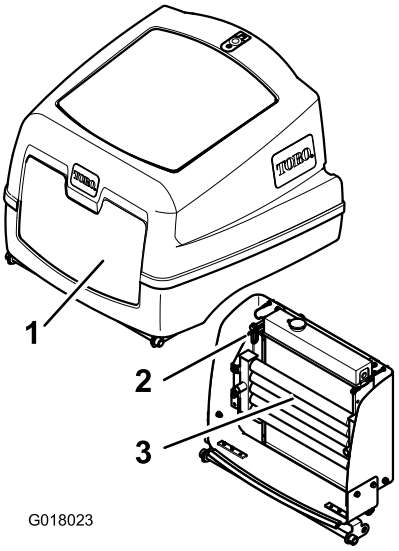

Figur 59
4. Lossa spärren och öppna motorhuven (Figur 59).